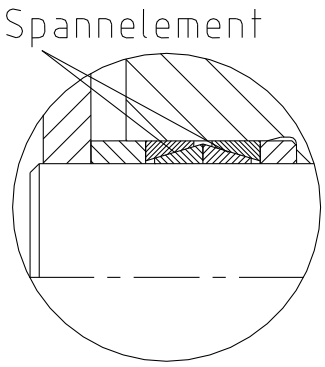

Bild 6: Falscher Einbau mehrerer Spannelemente
- Beim Einbau mehrerer KTR 150-Ringpaare (max. 4 Ringpaare) ist auf gleichsinnige Anordnung der KTR 150-Elemente zu achten (siehe Bild 6 und 7).